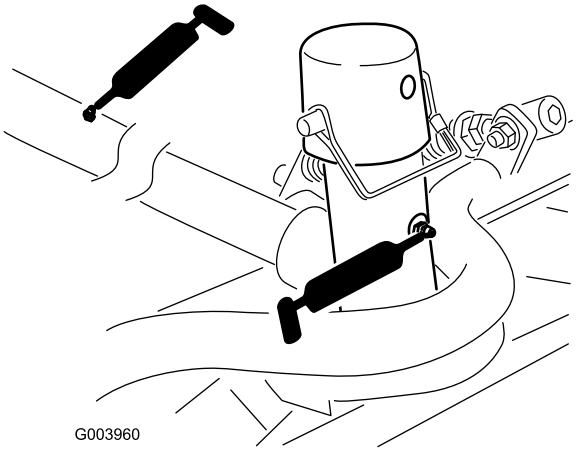

Figur 49
- Klippeenhedernes bæreramme og drejetap (2 hver) (Figur 49)